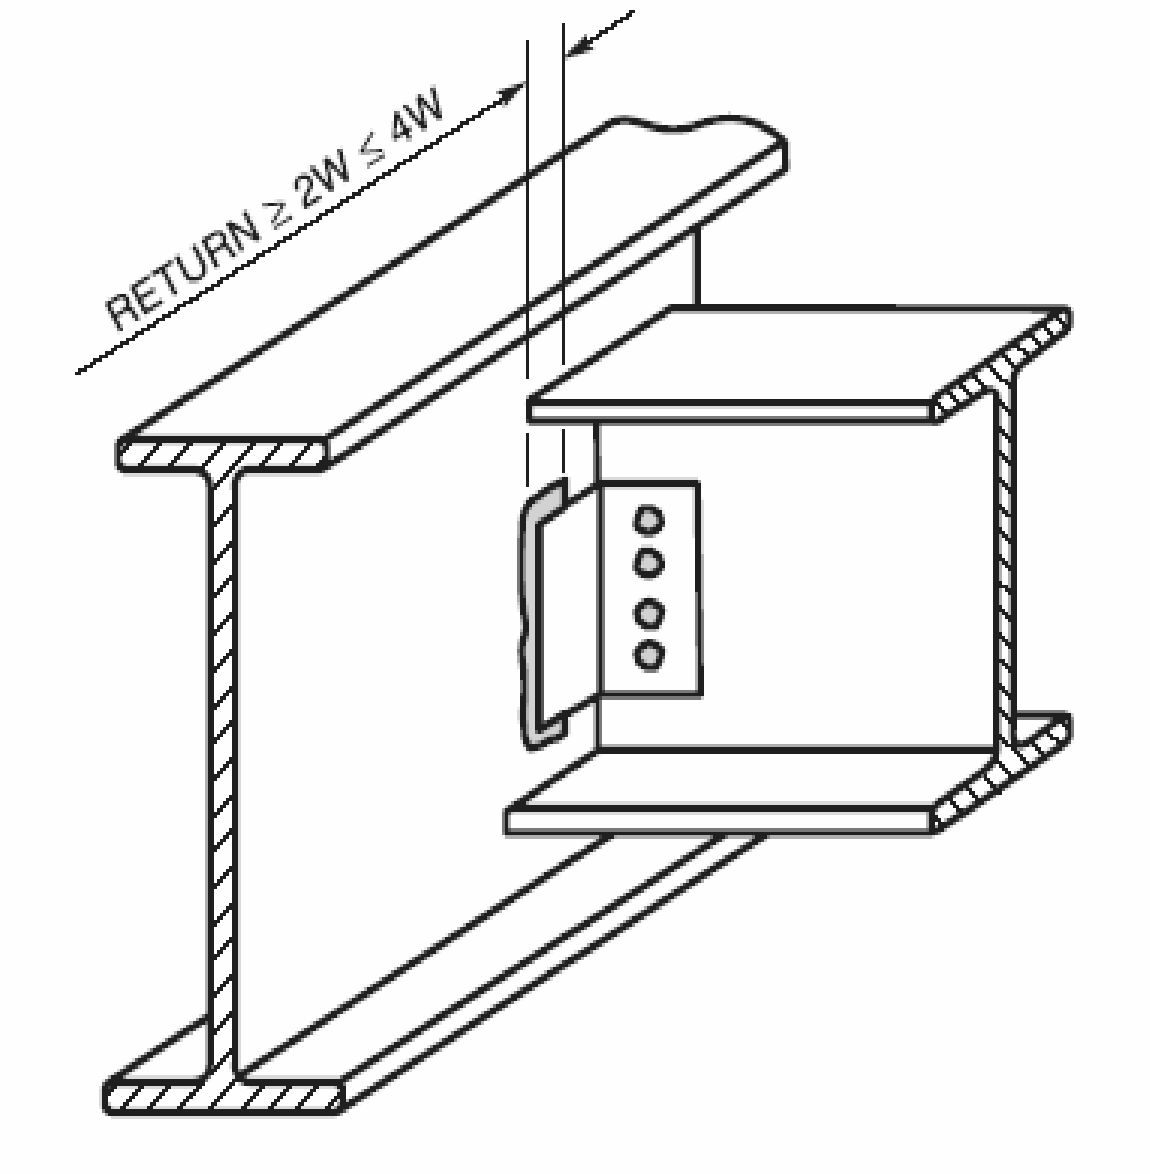

Figure 2.7—End Return at Flexible Connections (see 2.8.3.3)
2.8.3.3 Maximum End Return Length. Welded joints shall be arranged to allow the flexibility assumed in the connection design. If the outstanding legs of connection base metal are attached with end returned welds, the length of the end return shall not exceed four times the nominal size of the weld (see Figure 2.7 for examples of flexible connections).